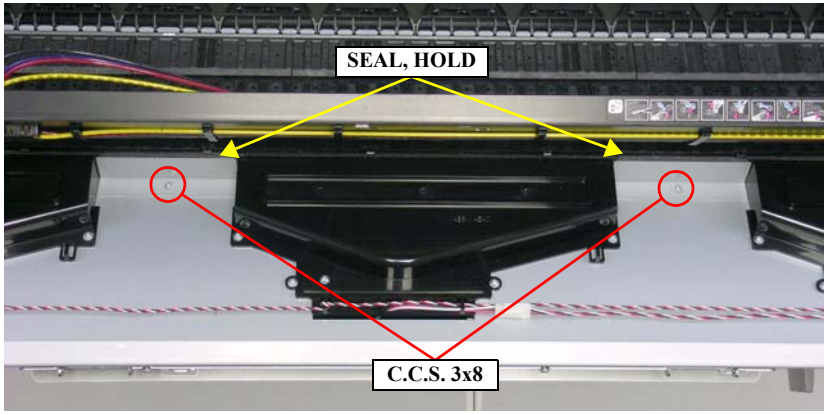

Figure 4-77. Removing the SEAL, HOLD
6. Remove the screw that secures each of the two SEAL, HOLDs, and remove them. *See Figure 4-77.*